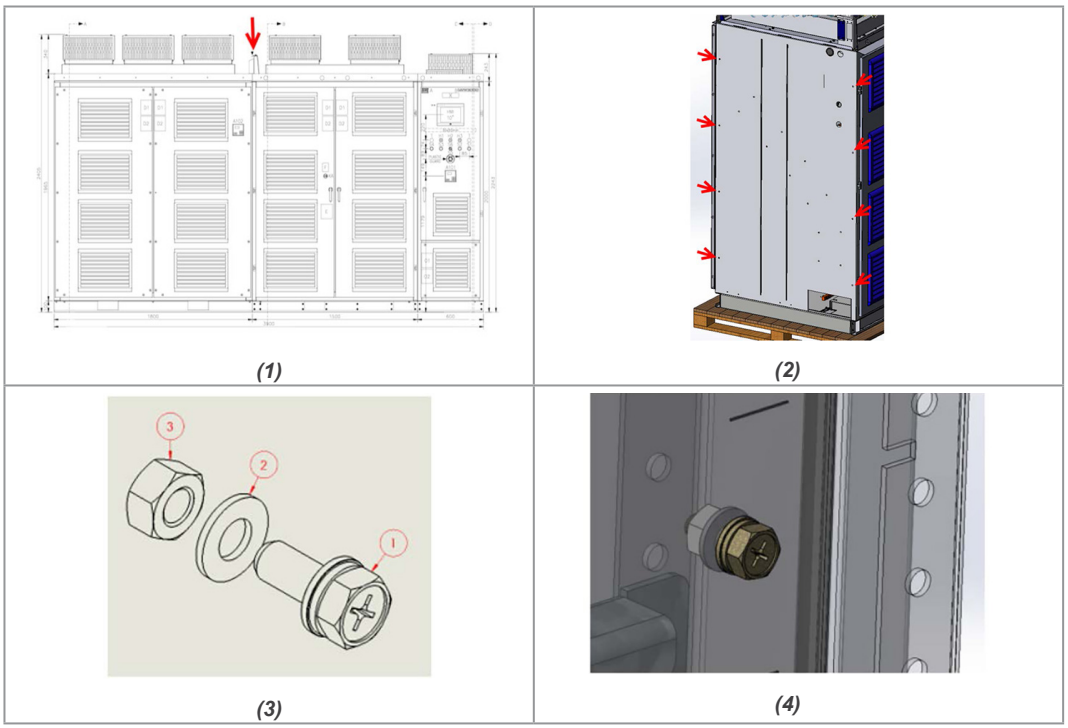

Figura 6.5: *Procedimento de acoplamento do MVW3000*
1. Posicione as colunas lado o lado, de modo que elas estejam alinhadas no sentido da profundidade, de acordo com a Figura 6.5 na página 6-9 - imagem 1.
2. Use os parafusos, arruelas e porcas que acompanham o produto na caixa de itens avulsos nos oito furos de acoplamento disponíveis, vistos na Figura 6.5 na página 6-9 - imagem 2.
3. Monte os parafusos de acordo com a sequência mostrada na Figura 6.5 na página 6-9 - imagem 3 e aplique o torque de 19 Nm:
4. Parafuso, porca e arruela montadas, de acordo ilustrado na Figura 6.5 na página 6-9 - imagem 4.